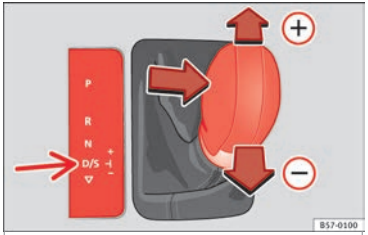

Fig. 183 Consola central: cambiar con tiptronic.
– Tire de la palanca selectora hacia adelante (+) para insertar una marcha superior »» **fig. 183**.